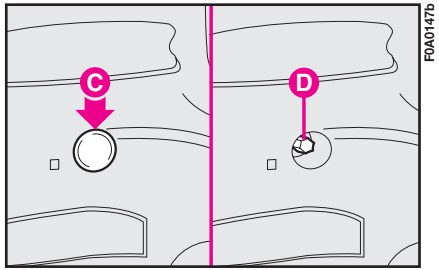

fig. 27
1) De l'intérieur du véhicule, enlever le bouchon supérieur en plastique **C-fig. 27** en utilisant le tournevis dont le véhicule est doté, afin de rendre visible le boulon de fixation **D** du groupe optique.